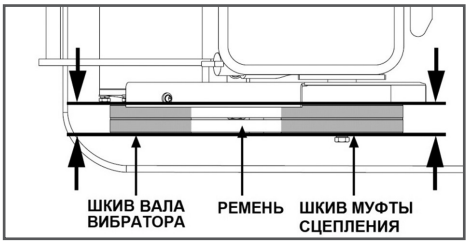

Рис. 32 Проверка плоскости шкивов и ремней
5. Убедитесь, что ремни и шкивы вала вибратора и муфты сцепления находятся в одной плоскости (Рис. 32).
5. Сдвигая двигатель в сторону от вибратора, проверяйте натяжение ремней. При этом нужно контролировать, чтобы ремни и шкивы вала вибратора и муфты сцепления были в одной плоскости (Рис. 32).